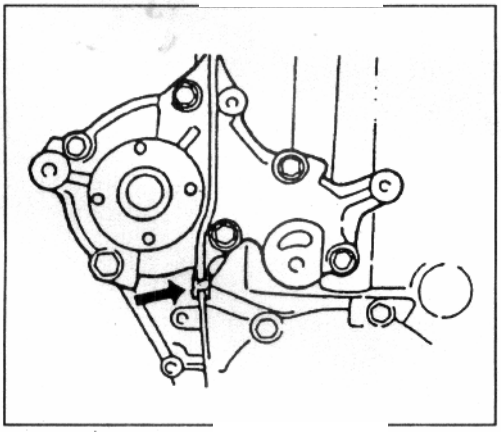

Рис. 57
4) Установите резиновый уплотнитель между масляным насосом и водяным насосом (Рис. 57).